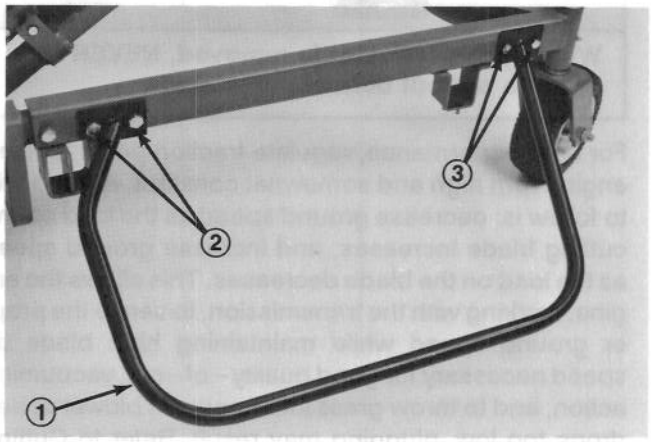

Figure 19
2. On right side of carrier frame, remove (2) forward 1/2 – 13 x 1–1/2" lg. capscrews securing carrier frame to lift arm (Fig. 19). Align rear of bumper with the two holes, center punch and drill (2) 13/32" dia. holes for the front bumper bracket in the carrier frame channel.
3. Mount bumper and secure with (2) 1/2 – 13 x 1–1/2" lg. capscrews at lift arm / carrier frame connection and (2) 3/8 – 16 x 1" lg, capscrews and 3/8 – 16 flange locknuts at the front bracket location. Torque the 1/2 – 13 x 1–1/2" lg. capscrews to 70–80 ft–lb (Fig. 19).